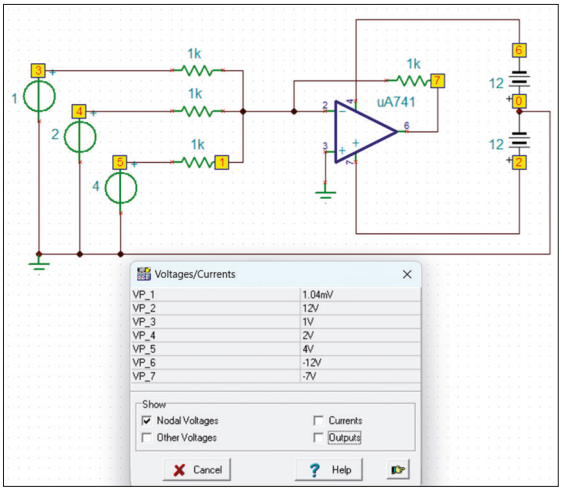

Figure 6.13 DC voltages in the circuit
- You should see the voltages at the nodes as shown in Figure 6.13. The voltage at the output of the operational amplifier (VP_7) is −7 V, as expected.